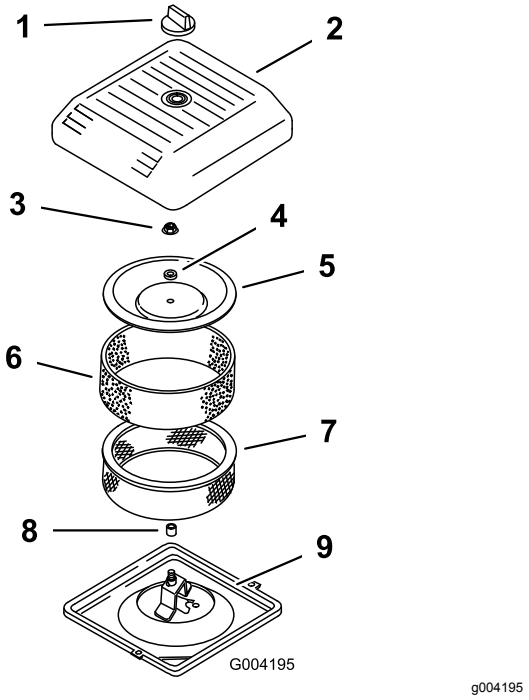

Rysunek 44
3. Odkręć pokrętło i zdejmij osłonę filtra powietrza (Rysunek 44).
4. Ostrożnie wysuń piankowy filtr wstępny z wkładu papierowego (Rysunek 44).
5. Odkręć nakrętkę pokrywy i zdejmij pokrywę, przekładkę i wyjmij filtr papierowy (Rysunek 44).
2. Umieść zespół filtra powietrza w podstawie filtra powietrza (Rysunek 44).
3. Zamocuj pokrywę, element dystansowy i zabezpiecz nakrętką pokrywy (Rysunek 44). Dokręć nakrętkę z momentem 11 N·m.
4. Załóż pokrywę filtra powietrza i zamocuj pokrętłem (Rysunek 44).